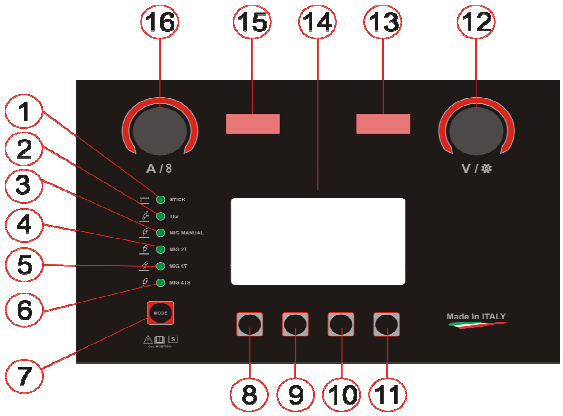

Fig.4
Utilice el botón MODE (Fig. 4, ref. 7) para navegar por el menú hasta que el LED junto a STICK se ilumine.
1)Presione el botón (Fig. 4, ref. 8)
2)Seleccione la función Manual o Easy Set mediante el botón (Fig. 4, ref. 9) o el encoder V/SET.
3)Para activar la función seleccionada, presione el botón (Fig. 4, ref. 11).
6)Para activar la función seleccionada, presione el botón V (Fig. 4, ref. 11).
8)Seleccione el tipo de electrodo mediante el botón (Fig. 4, ref. 11) o el encoder (Fig. 4, ref. 12);
9)Para confirmar la elección, presione el botón (Fig. 4, ref. 11).
Seleccione el tamaño del electrodo mediante el botón (Fig. 4, ref. 11) o el encoder (Fig. 4, ref. 12);
Para confirmar la elección, presione el botón (Fig. 4, ref. 11).
14)Para ingresar al menú de ajuste Arc Force / Hot Start, presione el botón (Fig. 4, ref. 9);
15)Para seleccionar Arc Force o Hot Start, presione el botón (Fig. 4, ref. 9).
16)Para modificar el valor de Arc Force o Hot Start, gire el encoder (Fig. 4, ref. 12).
17)Presione el botón PUL SET (Fig. 4, ref. 10);
19)Para modificar el valor de la frecuencia de pulsación, gire el encoder (Fig. 4, ref. 12).
20)Presione el botón (Fig. 4, ref. 9) para pasar al ajuste del Duty Cycle.
21)Para modificar el valor del Duty Cycle, gire el encoder (Fig. 4, ref. 12).
22)Presione el botón (Fig. 4, ref. 9) para pasar al ajuste de la corriente base.
23) Para ajustar el valor de la corriente base, gire el codificador (Fig. 4, ref. 12)
Utilice el botón MODE (Fig. 4, ref. 7) para navegar por el menú hasta que el LED junto a 2T se ilumine.
Pulse el botón (Fig. 4, ref. 8) para ingresar al menú de configuración de soldadura. Seleccione el modo de soldadura TIG 2T con el botón (Fig. 4, ref. 9) o el codificador (Fig. 4, ref. 12).
3) Para activar la función seleccionada, pulse el botón (Fig. 4, ref. 11).
1) Pulse el botón (Fig. 4, ref. 8)
2) Seleccione la función AC o DC mediante el botón (Fig. 4, ref. 9) o el codificador (Fig. 4, ref. 12)
3) Para activar la función seleccionada, pulse el botón (Fig. 4, ref. 11)
5) Seleccione la función Standard o Pulsada mediante el botón ⬇ (Fig. 4, ref. 9) o el codificador (Fig. 4, ref. 12)
6) Para activar la función seleccionada, pulse el botón V (Fig. 4, ref. 11)
8) Seleccione LIFT TRIGGER, HF o LIFT PIPE SMART mediante el botón ⬇ (Fig. 4, ref. 9) o el codificador (Fig. 4, ref. 12).
Para ajustar los parámetros FRECUENCIA AC y BALANCE AC, pulse el botón AC SET (Fig. 4, ref. 10). Con el codificador (Fig. 4, ref. 12) se puede ajustar el valor. Pulse el botón ➡(Fig. 4, ref. 11) para acceder a la Regulación de la frecuencia.